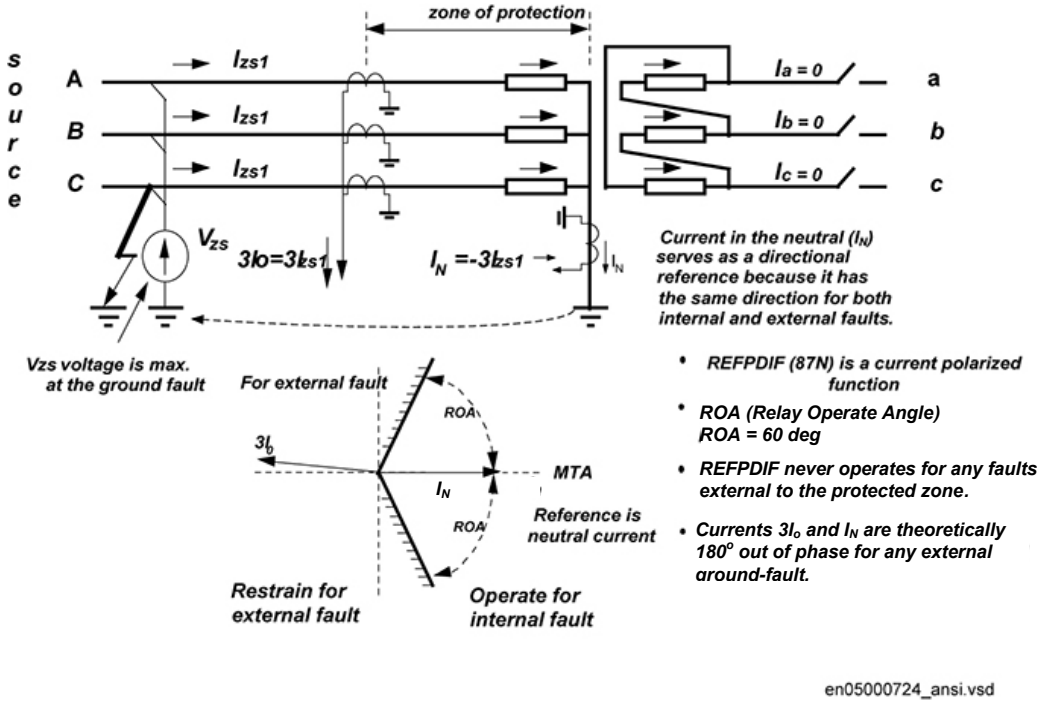
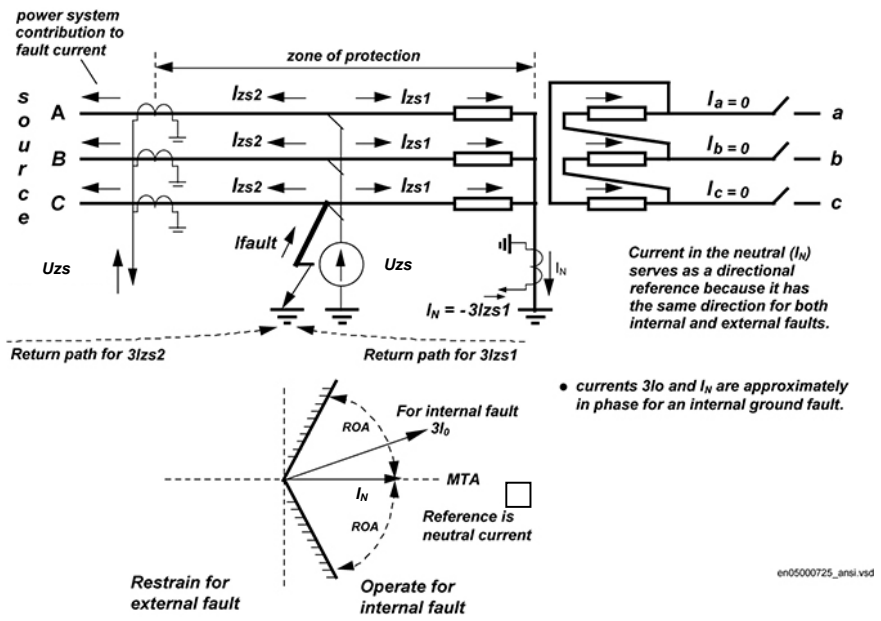

Figure 45: Zero sequence currents at an external ground fault
Figure 46: Zero sequence currents at an internal ground fault
The following facts may be observed from figure 45 and figure 46, where the three line CTs are shown as connected together in order to measure the residual $3I_o$ current, for the sake of simplicity.
1. For an external ground fault (figure 45), the residual current $3I_0$ and the neutral current I_N have equal magnitude, but they are seen by the IED as 180 degrees out-of-phase if the current transformers are connected as in figure 45, which is the ABB recommended connection. The differential current becomes zero as both CTs ideally measure exactly the same component of the ground fault current.
As an additional measure against unwanted operation, a directional check is made in agreement with the above points 1 and 2. Operation is only allowed if the currents $3I_0$ and I_N (as shown in figure 45 and figure 46) are both within the operating region. By taking a smaller ROA, REFPDIF (87N) can be made more stable under heavy external fault conditions, as well as under the complex conditions, when external faults are cleared by other protections.
The differential current (operate current), as a fundamental frequency phasor, is calculated as (with designations as in figure 45 and figure 46):
The bias current is the highest current of all separate input currents to REFPDIF (87N), that is, of current in phase A, phase B, phase C, and the current in the neutral point (designated as IN in figure 45 and in figure 46).
For an external ground faults with no CT saturation, the residual current in the lines ($3I_o$) and the neutral current (I_N in figure 45) are theoretically equal in magnitude and are 180 degrees out-of-phase. The current in the neutral (I_N) serves as a directional reference because it has the same direction for both internal and external ground faults. The directional criterion in REFPDIF (87N) protection makes it a current-polarized protection.